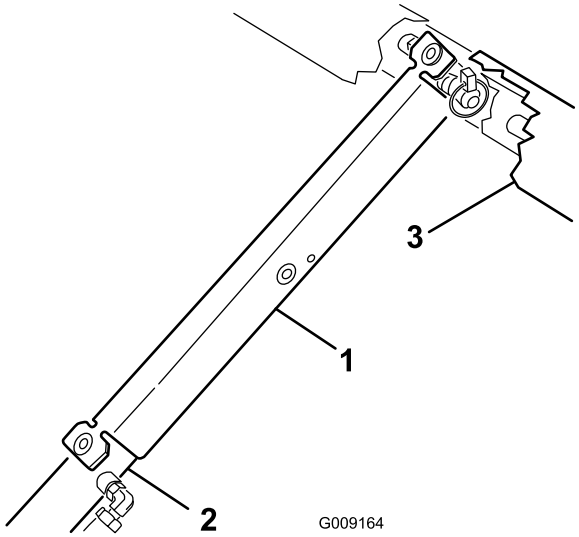

**Figur 31**
3. Tryck fast flakstödet på cylinderstaven och kontrollera att stödets ändar vilar på cylindertrummans ände och på cylinderstavens ände (Figur 31).